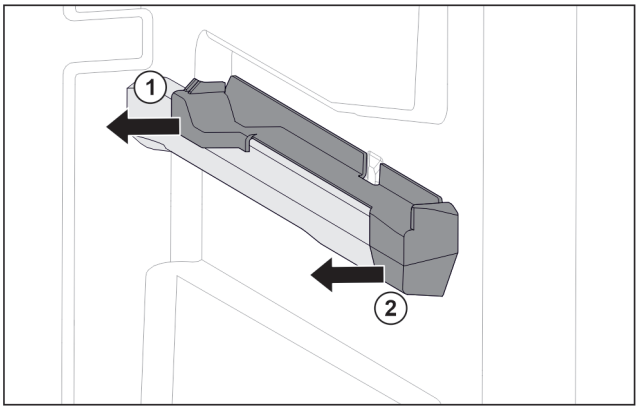

Fig. 153 Piesă de fixare pe nervura din dreapta a recipientului
- ▶ Scoateți piesa de fixare din spate în lateral. *Fig. 153 (1)*
- ▶ Scoateți piesa de fixare din față în lateral. *Fig. 153 (2)*